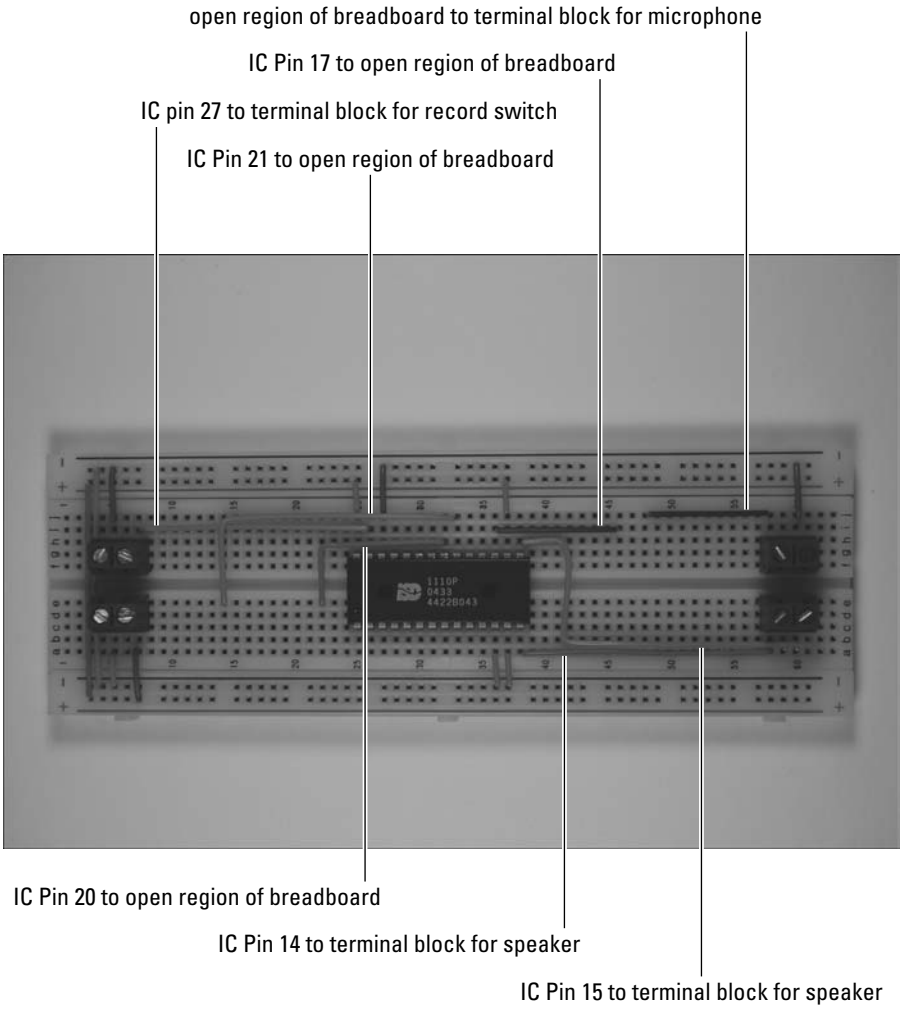

Figure 14-7: Connect the IC to the terminal blocks and available locations for discrete components.
4. **Insert wires to connect the voice chip IC to the terminal blocks and to the open regions of the breadboard where discrete components will be inserted, as shown in Figure 14-7.**